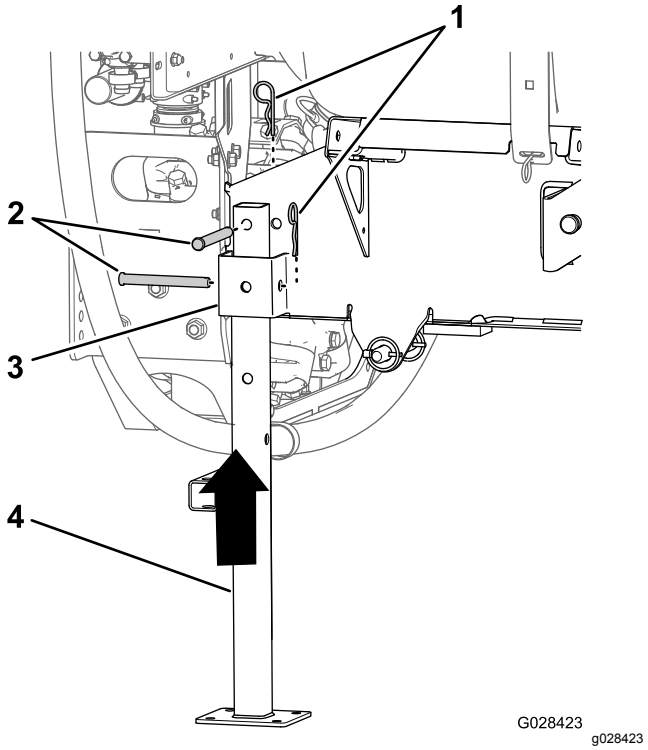

Figur 119
5. Rett inn bakre jekkstøtte med bakre jekkstøttemottaker (Figur 119).
6. Rett inn hullet på toppen av jekkstanden med hullet i tankens gliderramme (Figur 119).
7. Fest jekkstøtten til mottakeren og rammen med to splittpinner (½ x 4½ tomme) og to hårnåler (5/32 x 2⅝ tomme), som vist i Figur 119.